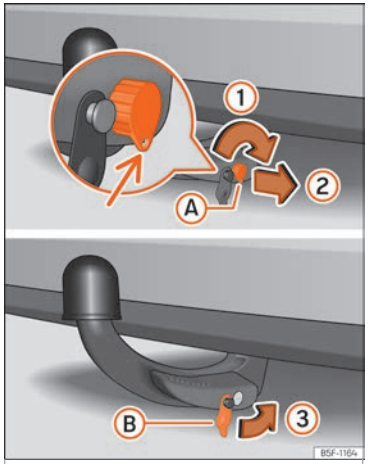

Fig. 175 Putting the tow hook in place. Step 2.
- Turn the key to the right just half a turn, until the hole in the key faces downwards ››› Fig. 175 ①.
- Remove the key ②.
- Place the cover Ⓑ on the lock ③ ››› Fig. 175 ››› ❗.